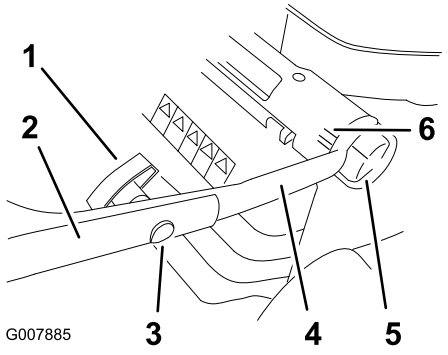

Figura 3
1. Allentate le manopole di regolazione dell'altezza della stegola e ruotate la sezione inferiore della stegola verso la parte posteriore del tosaerba fino a inserirla in una delle posizioni di regolazione dell'altezza della stegola, come illustrato nella Figura 3. Per regolare l'altezza della stegola, vedere Regolazione dell'altezza della stegola.
3. Montate la sezione superiore della stegola sulla sezione inferiore, con i bulloni a testa ovale e le manopole della stegola come illustrato nella Figura 3. **Serrate a fondo le manopole della stegola.**
Potete regolare l'altezza della stegola in 3 posizioni: alta, media e bassa (Figura 3). Regolate l'altezza della stegola nella posizione più comoda.